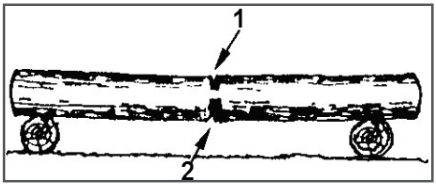

Рис. 16 Пропилы при раскряжевке дерева на двух опорах
1. Бревно лежит на двух опорах (Рис. 16). Разгрузочный пропил (1) на 1/3 бревна делается сверху. Основной пропил (2) делается снизу навстречу разгрузочному пропилу.